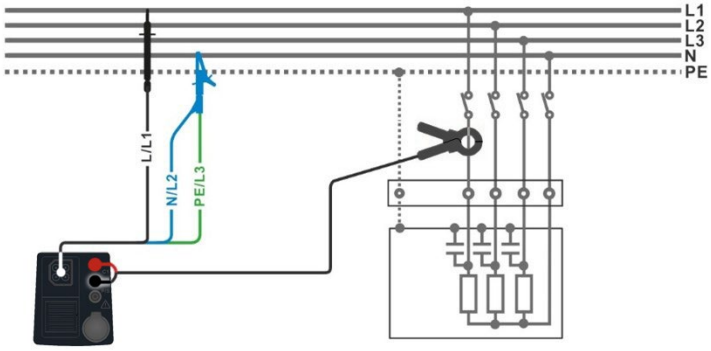

Abbildung 7.54: Leistungsmessung
- Wählen Sie die Funktion **Leistung (P)** im Menü **LEIST**.
- Schließen Sie die 3-Leiter-Prüfleitung und die Stromzange am Prüfobjekt an, siehe ***Abbildung 7.54***.